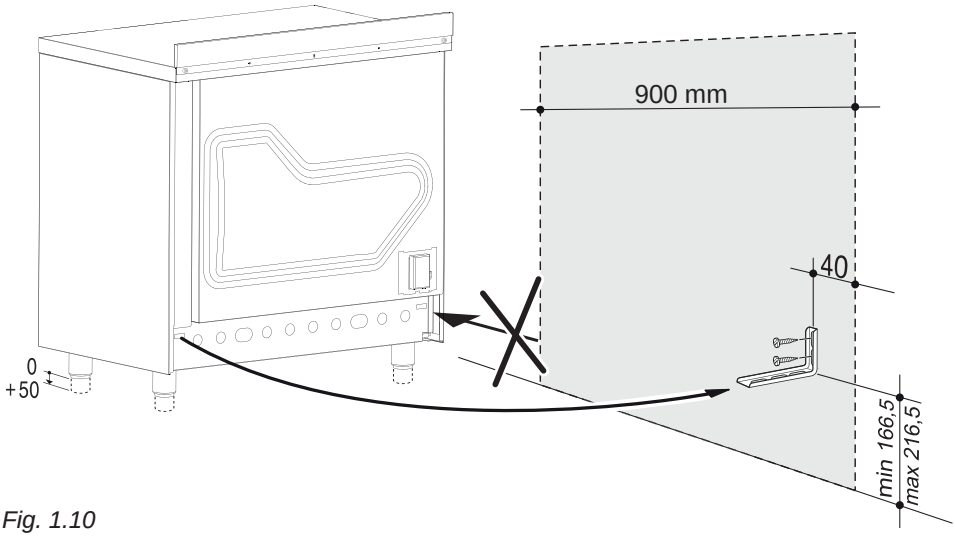

*Fig. 1.10*
Please follow the indications given in fig. 1.10.
4. Move the cooker to the wall and adjust the height of the anti-tilt bracket so that it can engage in the slot on the cooker's back, as shown in fig. 1.10.